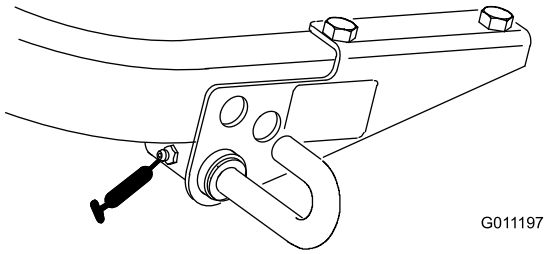

Figur 31
- Greb til blokering af klippeenhed (Figur 31)